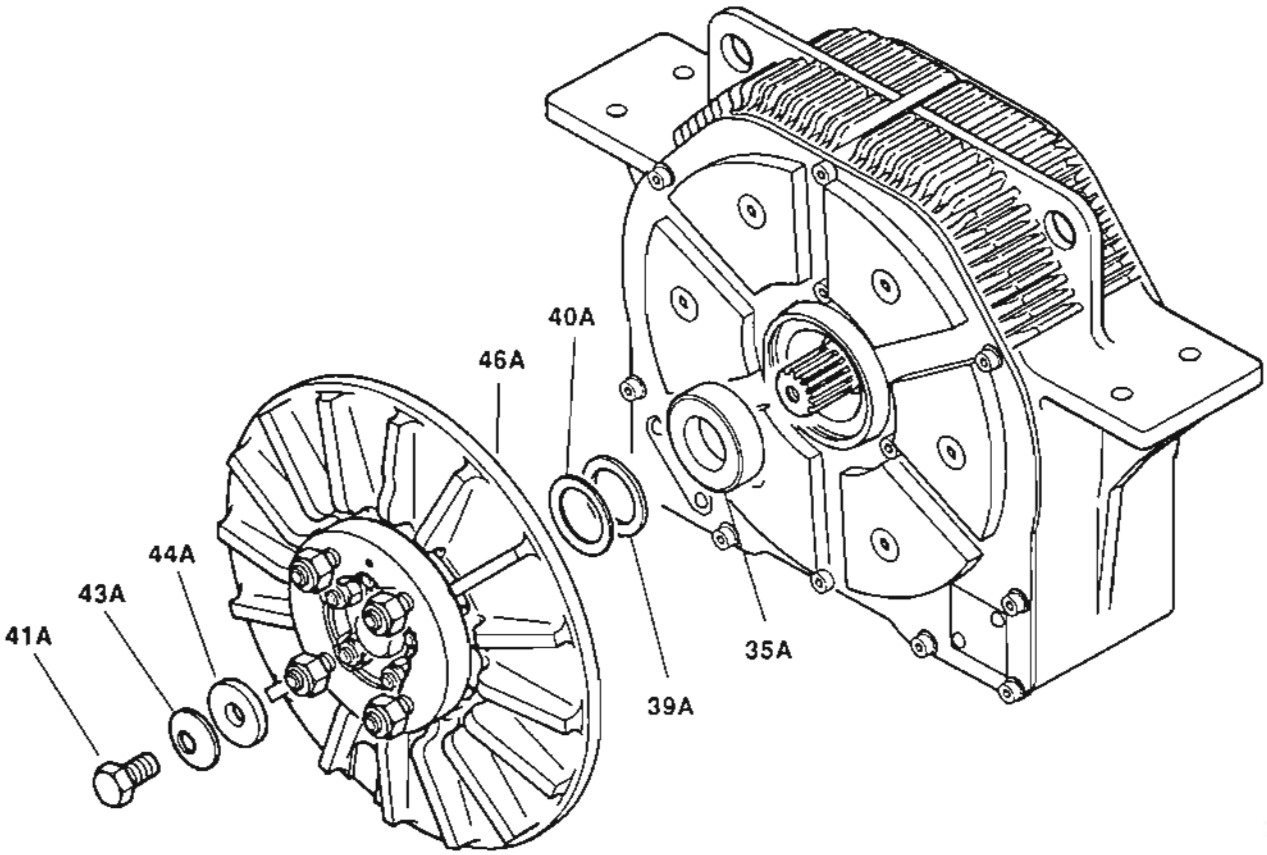

Abb. 29
- Folgende Teile auf die Welle aufsetzen (Abb. 29) :